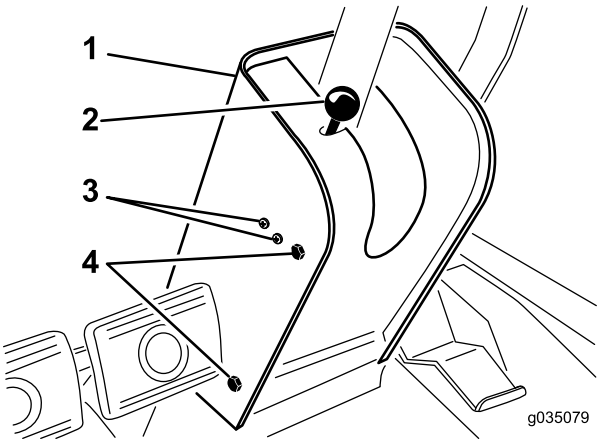

**Figur 75**
2. Ta bort knoppen från parkeringsbromsspaken och skruvarna från styrkolonnens kåpa (Figur 75).
4. Lossa de skruvar och muttrar som fäster parkeringsbromsbrytaren på vänster sida av styrkolonnen (Figur 75).